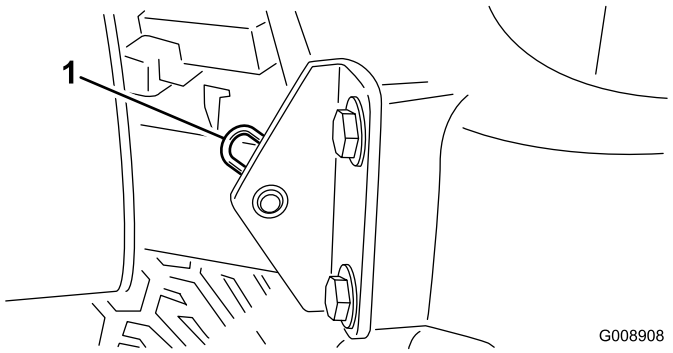

**Figur 46**
2. Fjern splinten som fester panseret til monteringsbrakettene (Figur 46).